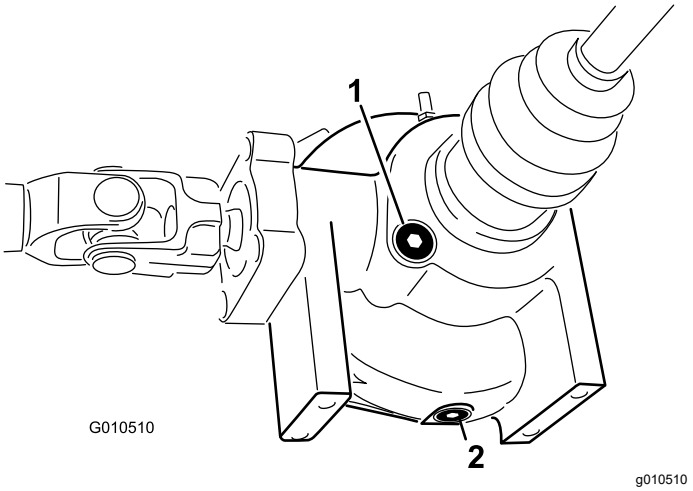

Figura 43
4. Limpie la zona alrededor del tapón de llenado/verificación en el lado del diferencial (Figura 43).
4. Limpie la zona alrededor del tapón de vaciado en el lateral del diferencial (Figura 43).